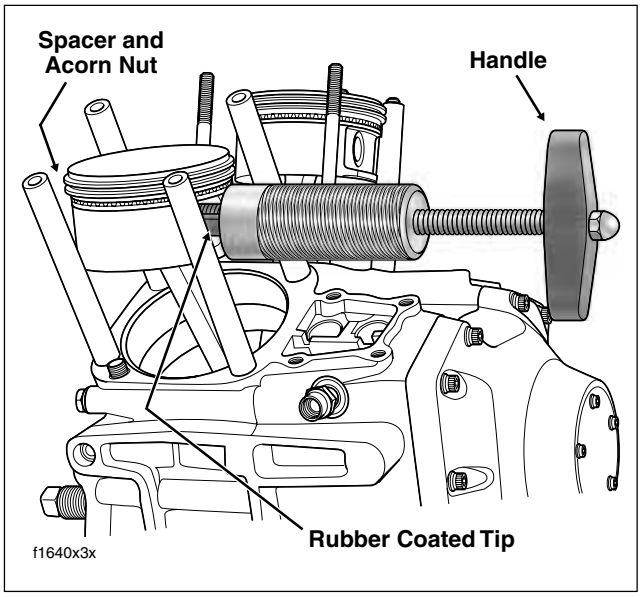

Figure 3-27. Remove Piston Pin
d. Turn handle in a clockwise direction until piston pin is pulled free of bore. See Figure 3-27.